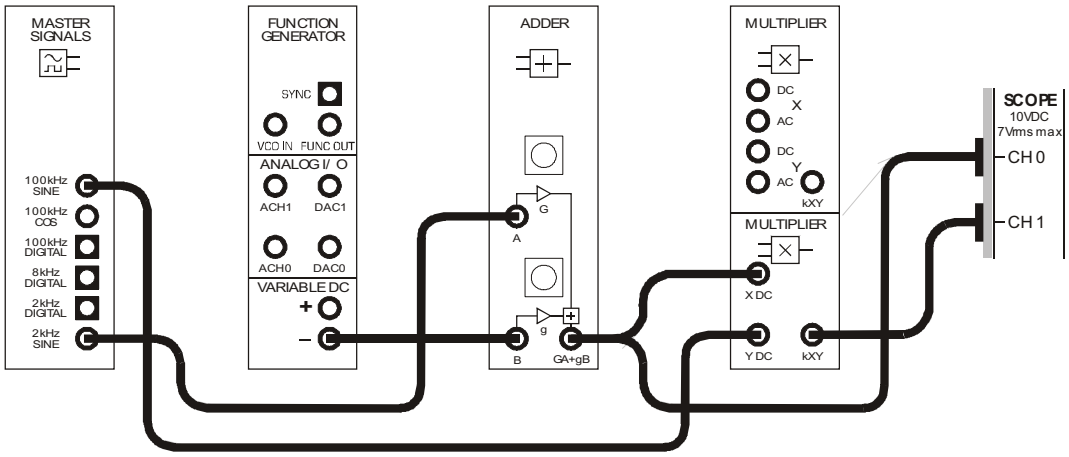

Figure 7
45. Dismantle the envelope detector to return the set-up to the AM modulator shown in Figure 7 below.